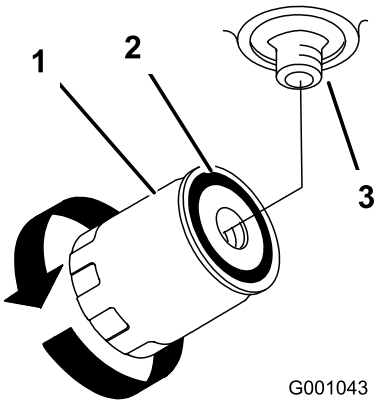

Figur 77
4. Fjern det brukte filteret, og tørk av filteradapterens pakningsflate til den er ren (Figur 77).
6. Monter det nye hydrauliske filteret på filteradapteren. Drei oljefilteret med urviserne til gummipakningen kommer i kontakt med filteradapteren. Trekk deretter til filteret ytterligere en 1/2 omdreining (Figur 77).